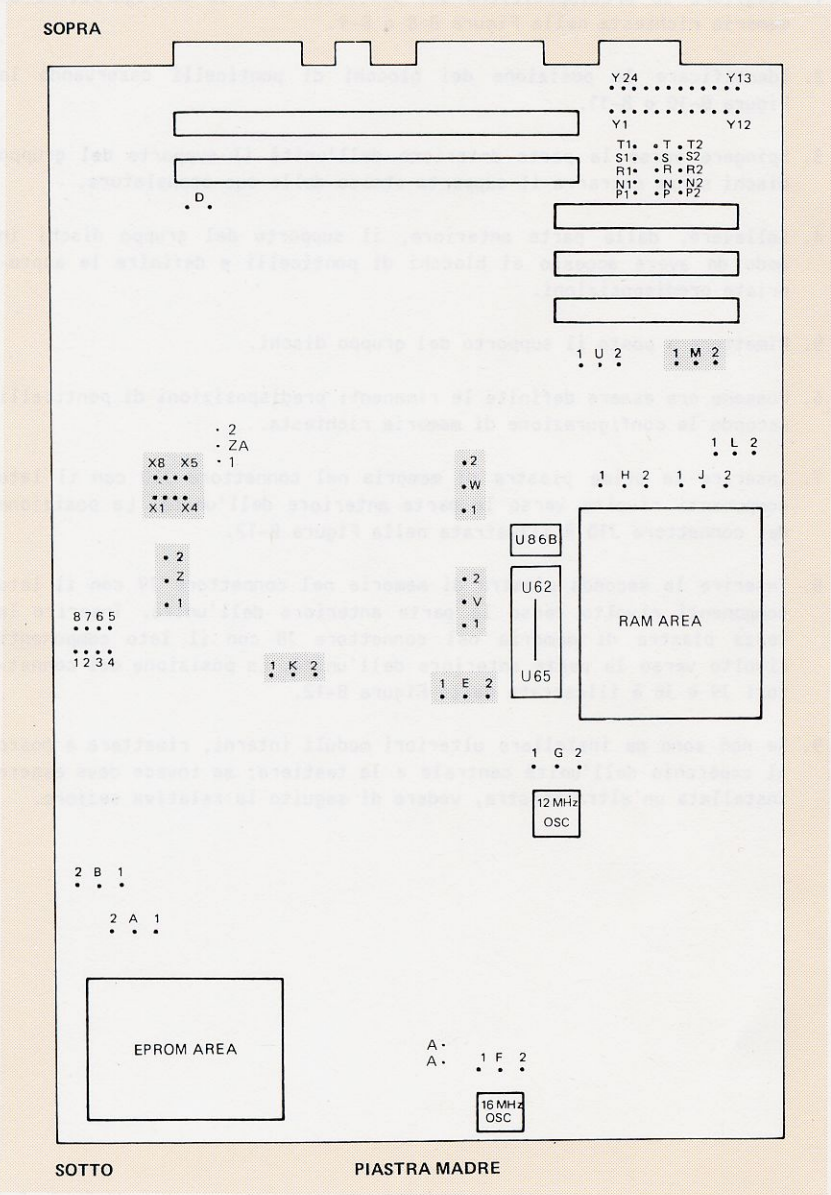
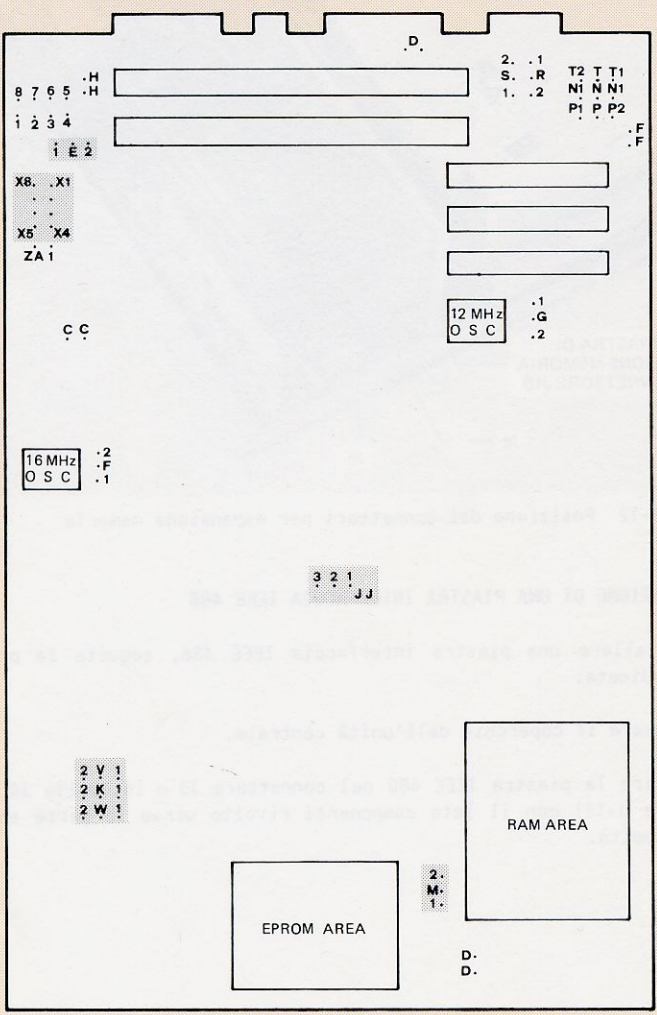

Figura B-10 Collegamento dei ponticelli per piastra madre della serie D
Figura B-11 Collegamento dei ponticelli per piastra madre della serie G
L'allocazione della prima piastra di espansione memoria richiede la modifica di alcune ponticellature presenti sulla piastra madre. La predisposizione e la posizione dei ponticelli dipende dal tipo di piastra madre installato sul vostro sistema. La Figura B-10 illustra la posizione dei ponticelli per la piastra madre serie D e la Figura B-11 illustra la posizione dei ponticelli per la piastra madre serie G.
2. Identificare la posizione dei blocchi di ponticelli osservando la Figura B-10 o B-11.